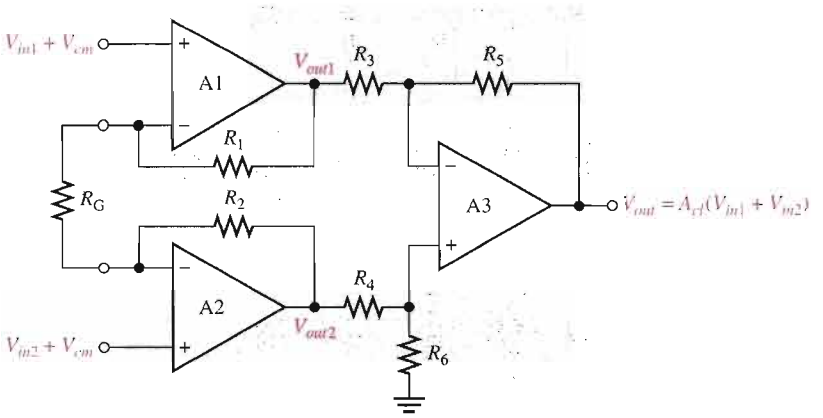

FIGURE 14–2
A basic instrumentation amplifier is shown in Figure 14–1. Op-amps A1 and A2 are noninverting configurations that provide high input impedance and voltage gain. Op-amp A3 is used as a unity-gain differential amplifier.
▶ **FIGURE 14–1**
The gain-setting resistor, R_G, is connected externally as shown in Figure 14–2. Op-amp A1 receives the differential input signal V_{in1} on its noninverting (+) input and amplifies this signal with a voltage gain of